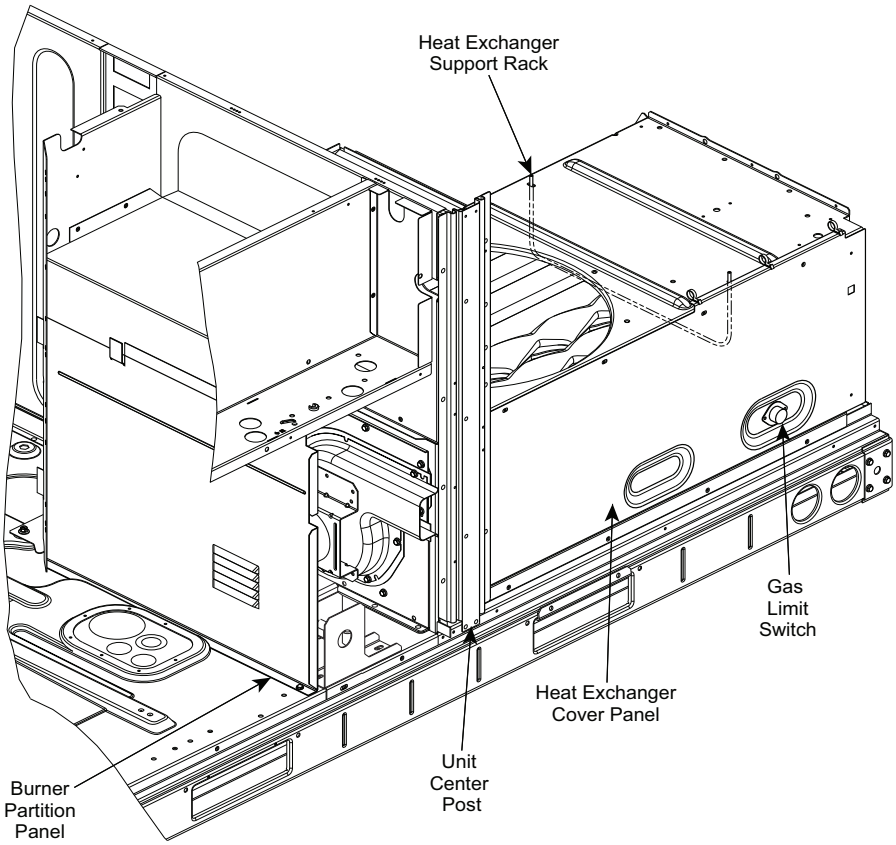

**Fig. 46 — Heat Exchanger Access - Internal Panels, Center Post and HX Rack Locations**
1. Remove the screw at the base of the burner partition panel and slide out the panel (see Fig. 46).
5. Remove the screw at the base of the burner partition panel and slide out the panel (see Fig. 46).
3. Remove the unit center post (see Fig. 46).